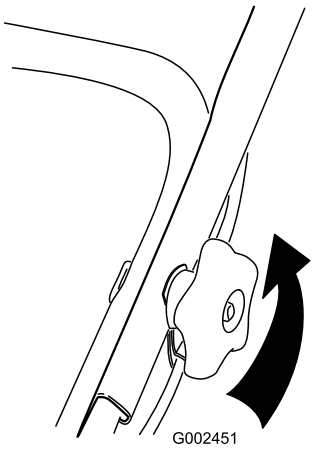

Figur 41
1. Lossa handtagsvreden tills du fritt kan röra det övre handtaget (Figur 41).